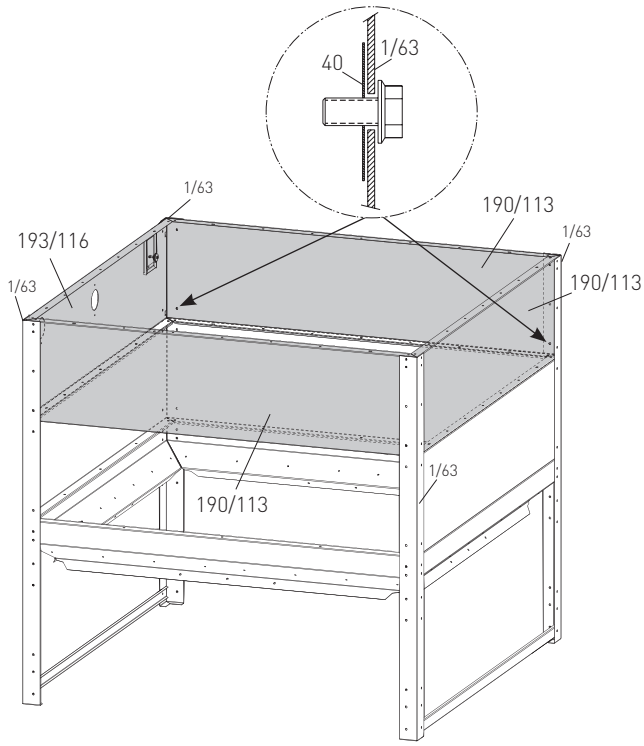

Fig. 9 Montaggio 2a fila di pareti laterali
Se il serbatoio si trova a ca. 100 mm dalla parete, non è più possibile inserire le viti inferiori posteriori (distanza insufficiente), per cui, prima del montaggio di queste pareti laterali, fissare le viti al profilo angolare di supporto (1/63) con fermo per vite (40) – Fig. 9.
2. Montare tutt'intorno la 2a riga di pareti laterali. Avvitare 3 pareti laterali (190/113) e 1 parete laterale per bocchettone di caricamento (193/116) solo ai profili angolari di supporto (1/63) verticali, non ancora orizzontalmente – Fig. 9.